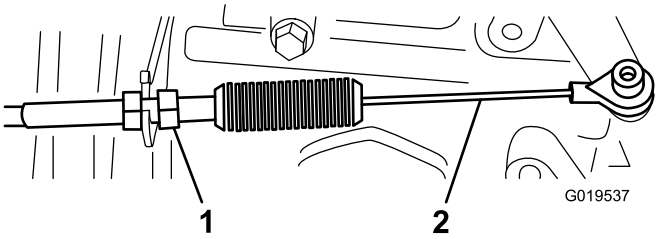
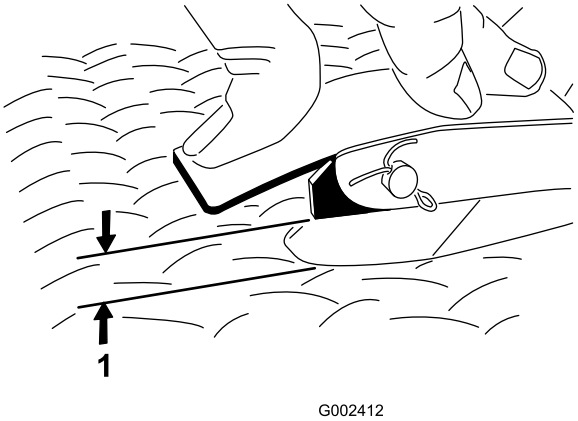

Figur 67
Figur 68
2. Juster kuleleddet på gasspedalkabelen (Figur 67) for å tillate 2,54 til 6,35 mm klaring mellom gasspedalarmen og toppen av gulvplaten med rombeprofil (Figur 68) når det påføres 11,3 kg kraft på midten av pedalen.
3. Stram låsemutteren (Figur 67).